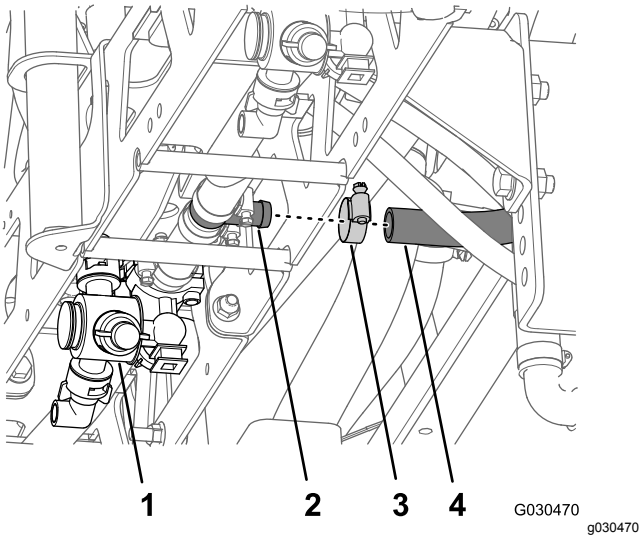

Figur 62
4. Ta bort slangklämman och sprutrampsslangen från T-kopplingen med hulling bredvid centersprutmunstycket (Figur 62).